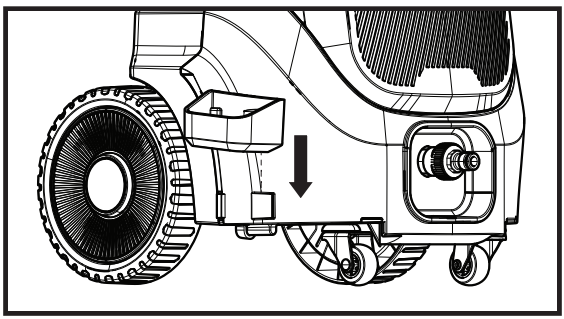

Fig. 1b
2. Appuyez pour aligner avec la rainure en U au bas du boîtier. (Fig. 1b)